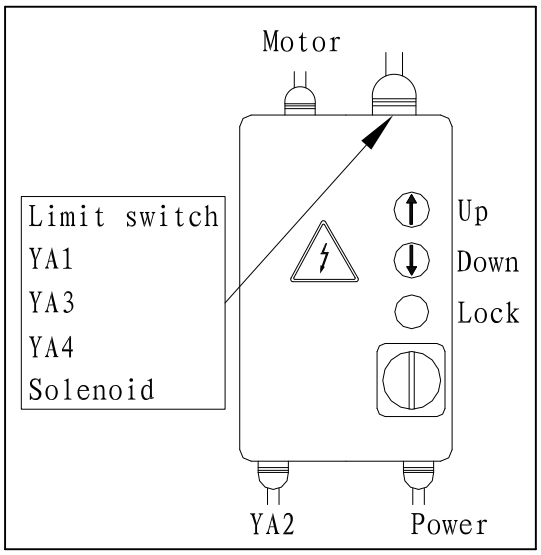

Fig. 36
4.4.3.2 Connect the power and control system to the terminal strip on the control box (Fig. 36), inserting the cable into the rack passing through the prepared hole and following the wiring diagram on Page 23.
4.4.3.4 Close the cover of the electric box, turn the main switch to position 1, press the up push button (Fig. 36), the motor rotation direction should be the one shown by the arrow on the pump.